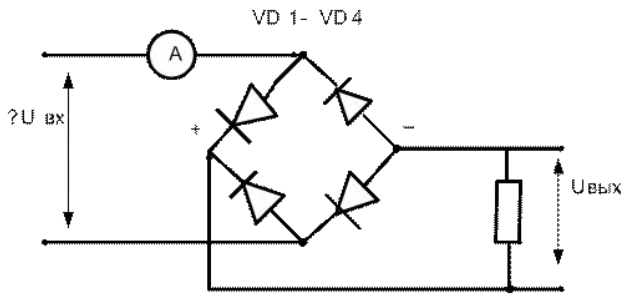

Рис.2 – Схема двухполупериодного выпрямителя.
6.Собрать схему двухполупериодного выпрямителя (рис. 2) и зарисовать с экрана осциллографа форму выпрямленного тока, в табл. 2записать показания приборов при нагрузке выпрямителя R нагр.